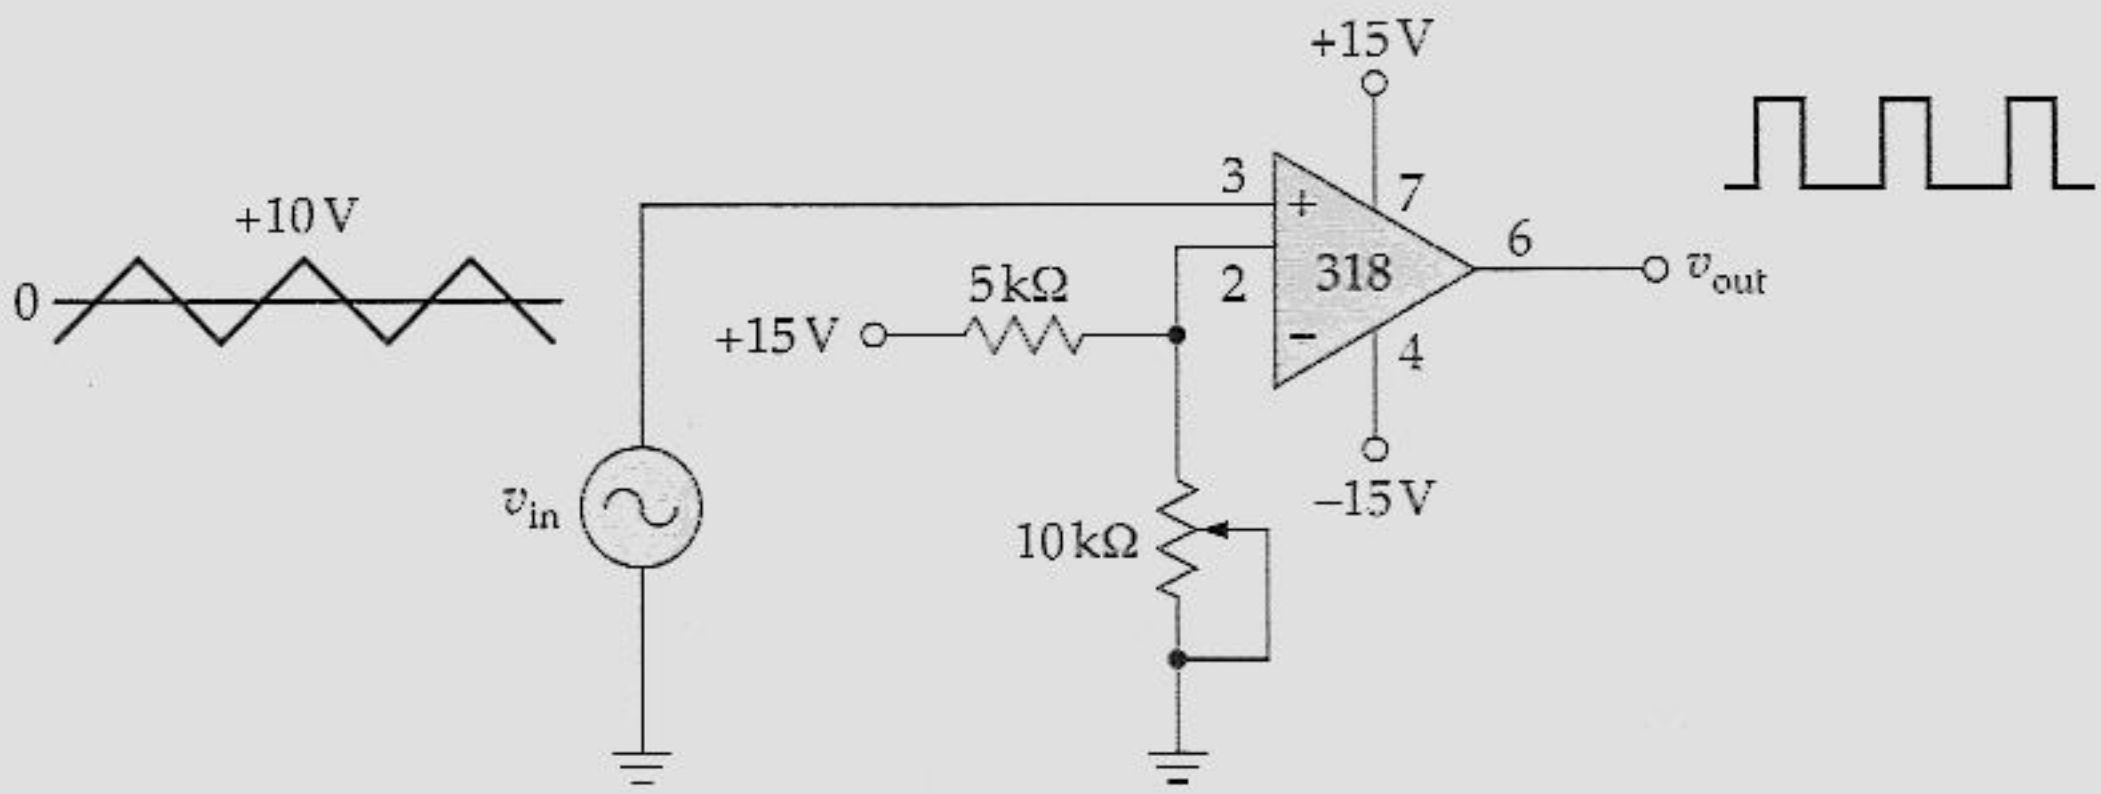

Figura 21.42
21.19 Qual o ciclo de trabalho do circuito da Figura 21.42 quando o cursor do potenciômetro etiver na extremidade superior? E quando estiver na extremidade inferior?
21.20 Qual o ciclo de trabalho do circuito da Figura 21.42 quando o cursor do potenciômetro estiver a um quarto da extremidade superior?